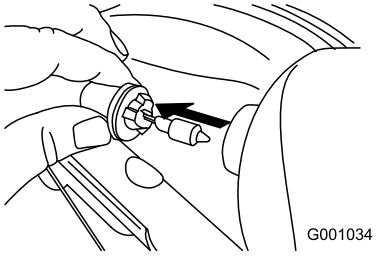

Figur 55
3. Fjern pæren direkte fra forlygtens bagside (Figur 55).